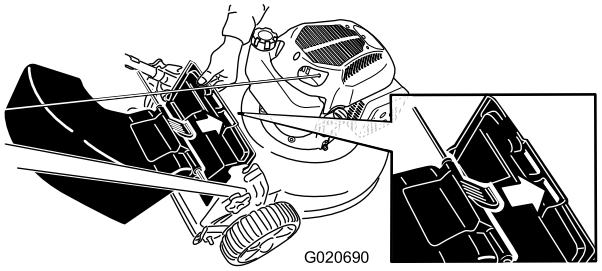

Figuur 23
3. Steek het lipje op de afvoergeleider in de sleuf aan de rechterzijde in de afvoergeleider (Figuur 23).